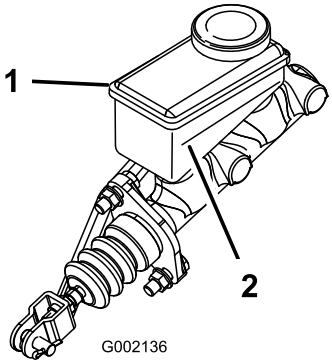

Figur 69
5. Titta på markeringen på sidan av vätskebehållaren (Figur 69).
B. Tillsätt DOT 3-bromsvätska i behållaren tills vätskenivån är ovanför miniminivålinjen (Figur 69).